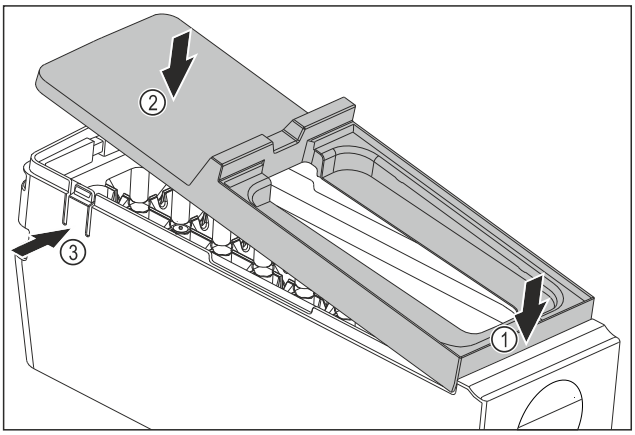

Fig. 185
▶ Montar la cubierta del EasyTwist-Ice: Colocar la cubierta por delante. *Fig. 185 (1)*
▶ Bajar la cubierta por detrás. *Fig. 185 (2)*
▷ La cubierta encaja en ambas lengüetas *Fig. 185 (3)* de forma audible.